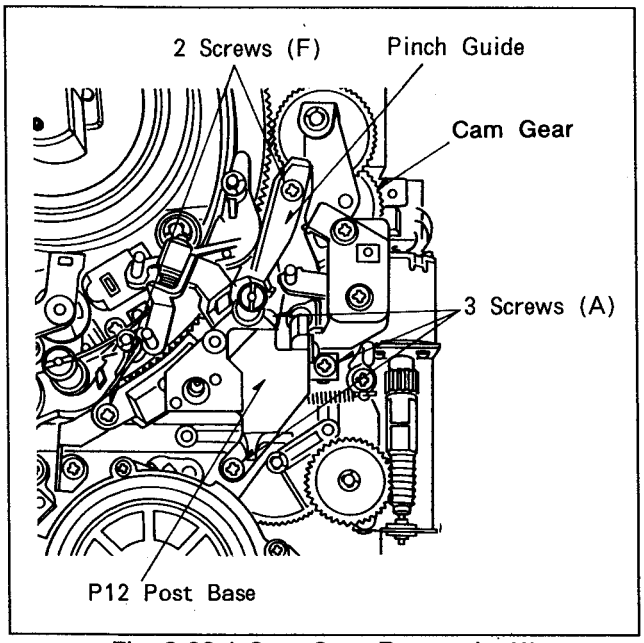

Fig. 6-22-1 Cam Gear Removal - (1)
2. Remove the 3 screws (A) and P12 Post Base as shown in figure 6-22-1.
5. Unscrew the 2 screws (F) and remove the Pinch Guide (Plastic) as shown in figure 6-22-1.